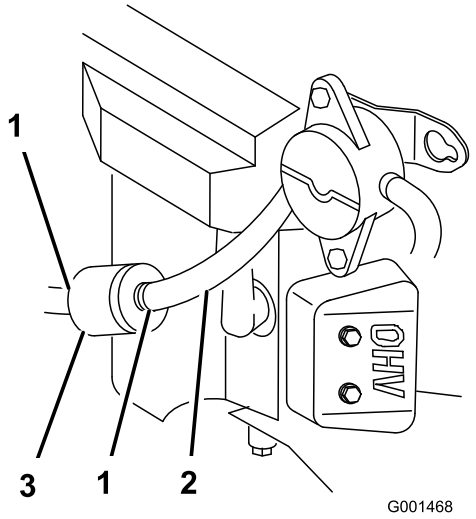

Figur 29
4. Klem slangeklemmernes ender sammen, og skub dem væk fra filteret (Figur 29).